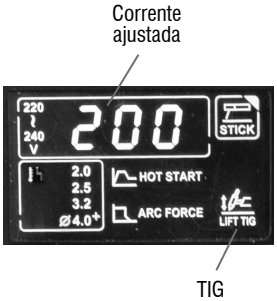

Fig. 5 – Tela modo TIG
d. Com o equipamento ligado, selecione a opção “TIG” através do botão de modo (3).
e. Regule o potenciômetro (2) de acordo com o diâmetro do eletrodo de tungstênio e o material a ser soldado. A tela (Fig. 5) indica a corrente ajustada.